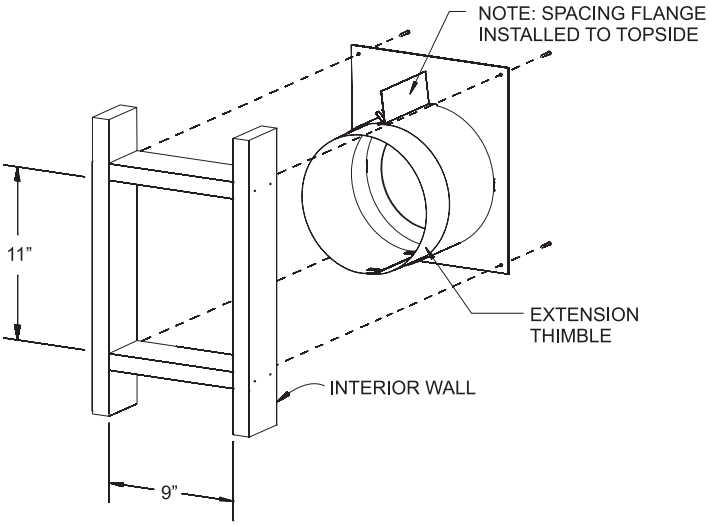

Figure 50
2. Cut hole in wall for wall thimble/firestop assembly **(Figure 50)** into your combustible wall. Note: On brick or block exterior wall a 7” (178 mm) diameter hole needs to be cut.
Measure the total wall thickness to determine whether or not the extension thimble is to be used. If the combustible wall depth is over 5 3/8” (137 mm), then the extension thimble should be used. **See Figure 50.**
3. Install the wall thimble assembly through the framed opening so the firestop plate is on the interior wall. **See Figure 50.** Telescope section should extend all the way through the exterior wall. Attach with four 10 x 1” screws.